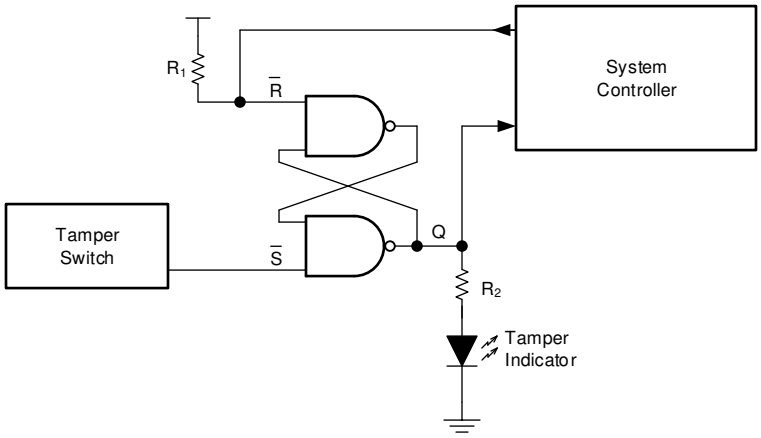

图 8-1. 典型应用框图
图 8-1 展示了如何在此应用中使用 SN54SC4T00-SEP 将 1.8V 信号升压转换为 3.3V 以驱动 LED。SN54SC4T00-SEP 不会限制输出电流，因此可以使用添加的输出电阻器来提供适当的电流限制。电阻值 (R) 应使用以下公式由 LED 的正向电压 (V_D) 和通过 LED 的所需正向电流 (I_D) 确定：$R = (V_{CC} - V_D)/I_D$。